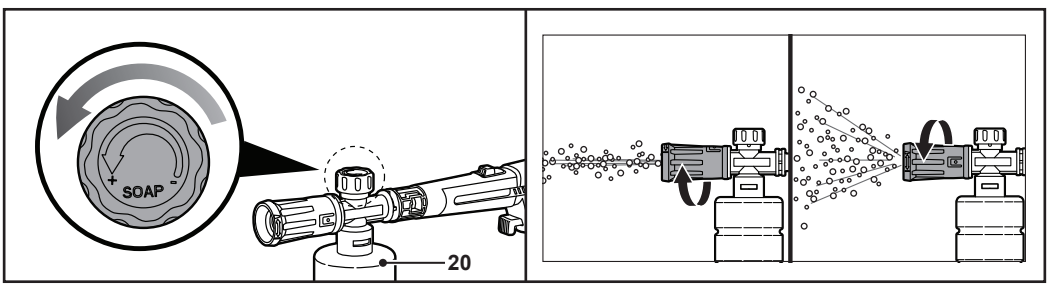

Fig. 11
- Tourner le bouton dans le sens inverse des aiguilles d'une montre pour utiliser moins de mousse (Fig. 11).